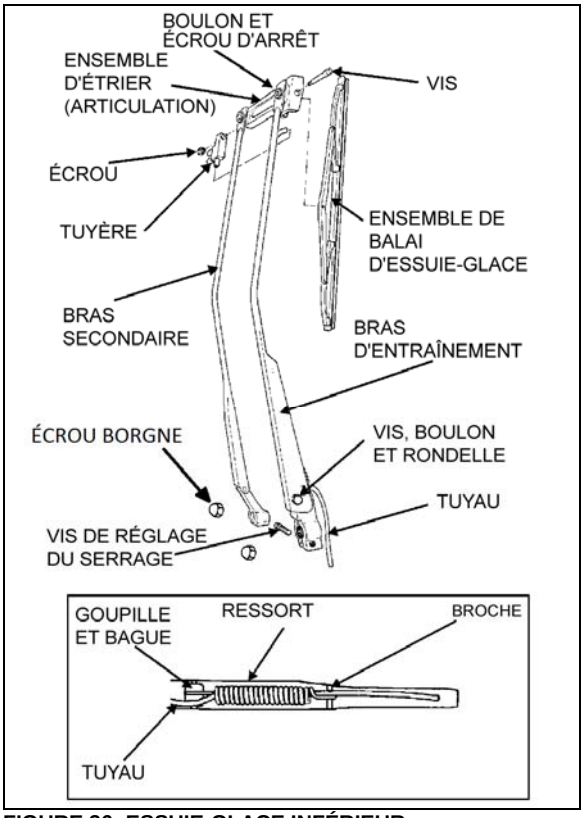

FIGURE 36: ESSUIE-GLACE INFÉRIEUR 23086
1. Enlever les écrous borgnes des axes de pivot du bras d'essuie-glace (Figure 36).